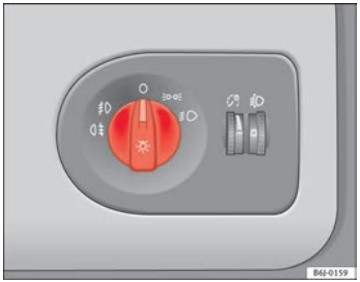

Fig. 50 Detalle del tablero de instrumentos: mando de las luces, faros antiniebla y luz trasera antiniebla
– Gire el mando de las luces ⇒ fig. 50 hasta la posición ≣D.